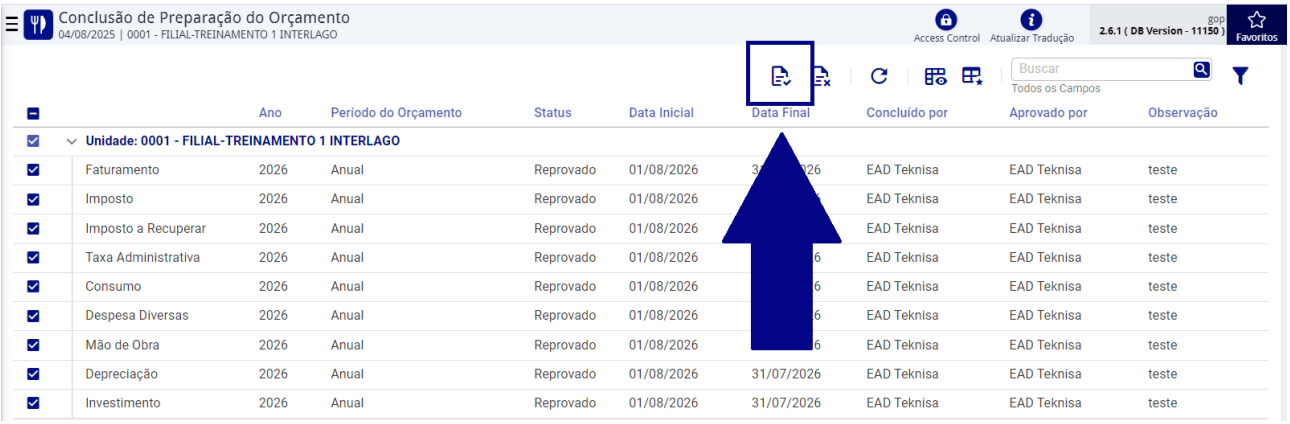

Figura 396: Concluir
6. Clique no botão **Concluir** (Figura 396) na barra de ferramentas.